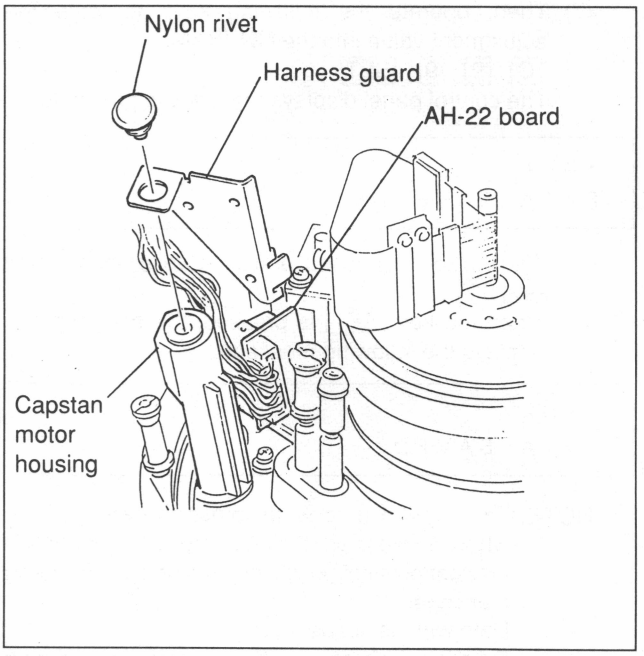

Fig.7-21-4 Harness Arrangment
10. Harness Arrangement (Fig. 7-21-4)